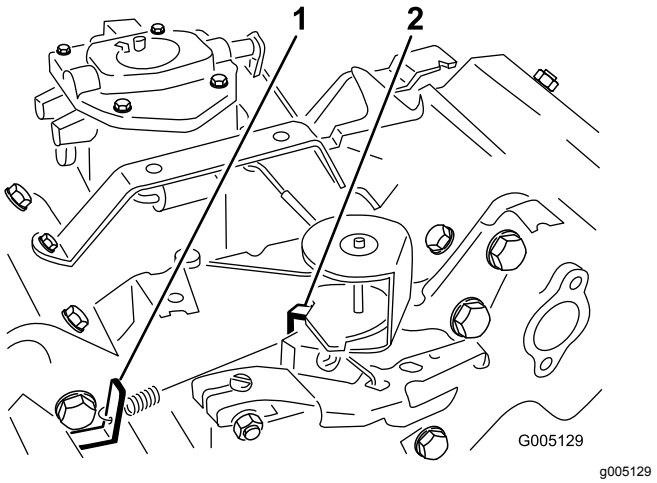

Figur 48
3. Böj förankringsbrickan till varvtalshållarfjädern (Figur 48) tills tomgångshastigheten är 1 650 ± 100 varv/minut. Kontrollera hastigheten med en varvräknare.
5. Flytta gasreglaget till det snabba läget. Böj förankringsbrickan till fjädern för hög hastighet (Figur 48) tills en hög hastighet på 2 850 ± 50 varv/minut uppnås.